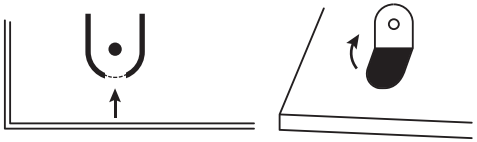

Рис. 4
6.1. Для подвесного монтажа следует использовать отгибающиеся установочные ушки на задней поверхности панели. (Рис.4.) Присоединение питания аналогично предыдущим пунктам.
6.1. Для підвісного монтажу слід використовувати відгинаються настановні вушка на задній поверхні панелі (Рис. 4). Приєднання харчування аналогічно попереднім пунктам.